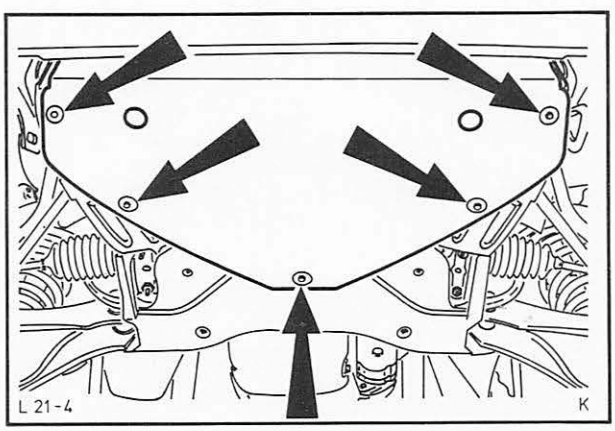

Abb. 22 Motorraum-Spritzpappe entfernen
2. Motorraum-Spritzpappe abbauen (5 Schrauben), Abb. 22, und Motoröl ablassen.